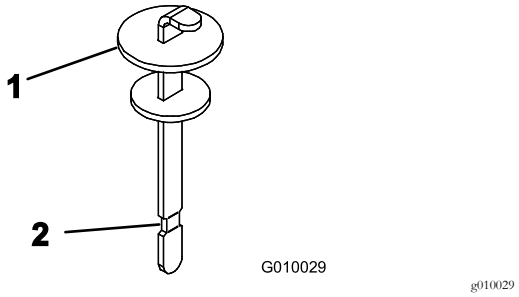

Figur 19
4. Fjern målepinden fra påfyldningsstudsen, og tør den af med en ren klud. Indfør oliemålepinden i påfyldningshalsen, tag den op igen, og kontroller væskestanden. Væskestanden skal nå op til mærket på målepinden (Figur 19).